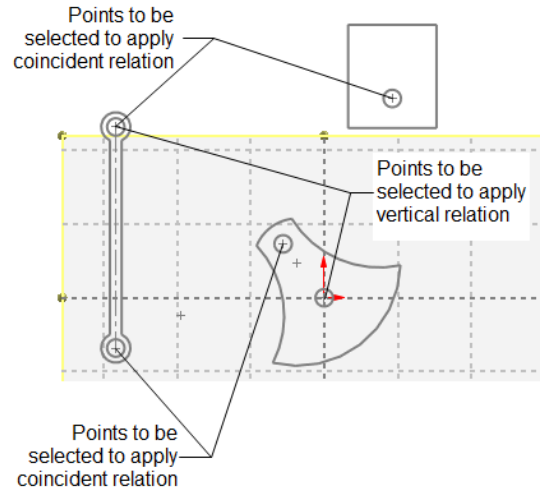
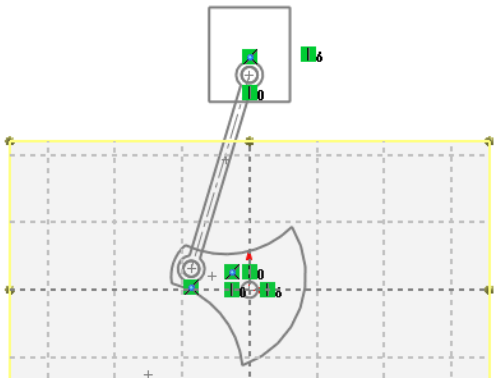

Figure 2-33 *Points selected to apply the relations*
Figure 2-34 *Blocks after applying the required relations*
3. Next, apply the relations, as shown in Figure 2-33. Figure 2-34 shows the blocks after applying the required relations. Now, the blocks act as a reciprocating mechanism.